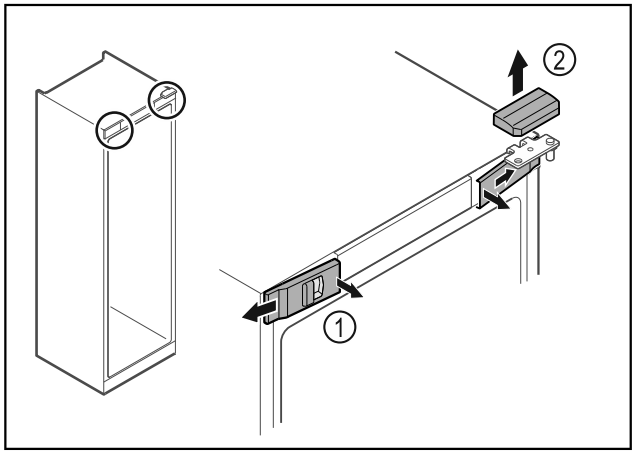

Fig. 12
▶ Desencajar las cubiertas delanteras *Fig. 12 (1)* del interior y dejarlas a un lado.
▶ Retirar hacia arriba la cubierta superior *Fig. 12 (2)*.